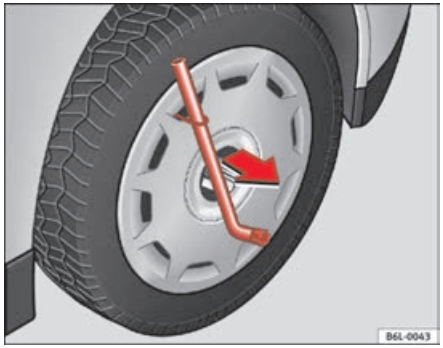

Fig. 141 Remove the complete hub cap
– Remove the wheel cover using the wire hook ⇒ fig. 141.